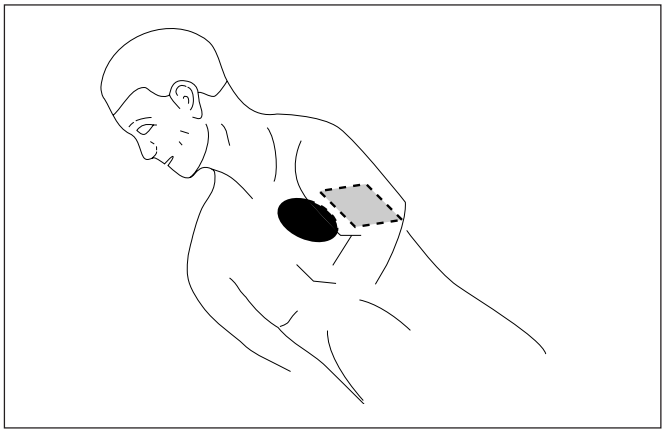

Bild 5-8. Anlegen der Klebeelektroden
- kleben Sie die eckige Elektrode in die Mitte zwischen linkem Schulterblatt und Wirbelsäule in Herzhöhe (Bild 5-8) und